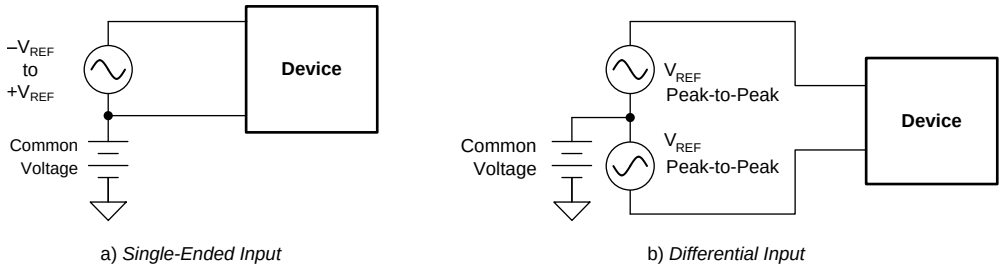

Figure 27. 驱动 ADS129x 的方法：单端或差分
ADS129x 的模拟输入是全差分输入。假设 PGA = 1，差分输入 (INP – INN) 可以跨越 $-V_{REF}$ 到 V_{REF}。INP 和 INN 的绝对范围必须介于 AVSS – 0.3V 和 AVDD + 0.3V 之间。有关模拟输入和数字代码之间相关性的说明，请参阅 Table 13。如Figure 27 和Figure 28 所示，可通过两种一般方法来驱动 ADS129x 的模拟输入：单端和差分。在差分输入方法中，INP 和 INN 具有 180° 的相位差。当输入是单端输入时，INN 输入保持在共模电压 (CM)，最好处于中位电压。INP 输入围绕相同的共模电压摆动，峰峰值幅度 CM – V_{REF} 摆动到 CM + V_{REF}。当输入是差分输入时，共模电压由 (INP + INN)/2 给出。INP 和 INN 输入都从 CM + ½ V_{REF} 摆动至 CM – ½ V_{REF}。为了获得最佳性能，应在差分配置中使用 ADS129x 器件。